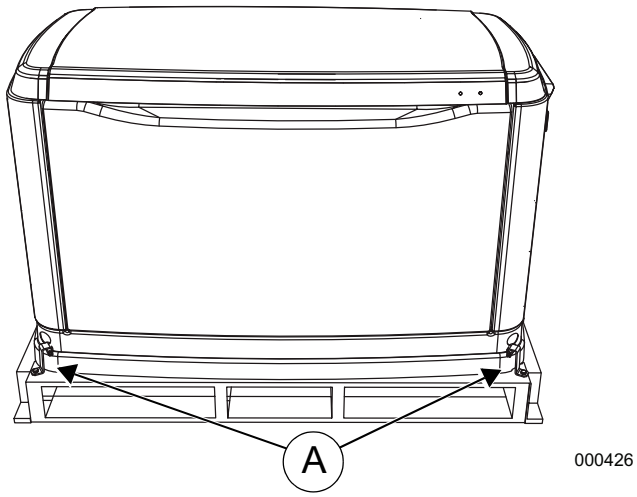

Figure 2-2. Générateur sur une palette
3. Voir la section *Figure 2-2*. Retirez les boulons et les fixations installées sur la palette (A). Soyez prudent en retirant le générateur. Le pousser hors de la palette endommagera la base. Soulevez le générateur de la palette en bois avant de le déplacer.